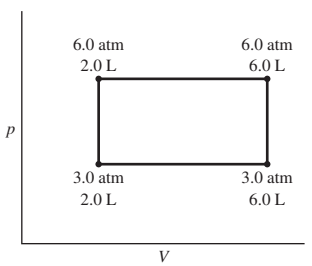

FIGURE 19.22 Problem 41
41. (a) Determine the efficiency for the cycle shown in Fig. 19.22, using the definition given in the preceding problem. (b) Compare with the efficiency of a Carnot engine operating between the same temperature extremes. Why are the two efficiencies different?